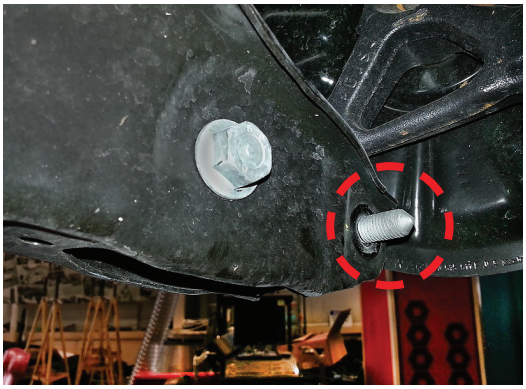

fig. 8
4. Remove the outer hub-to-control arm bolt and nut (Fig. 8).